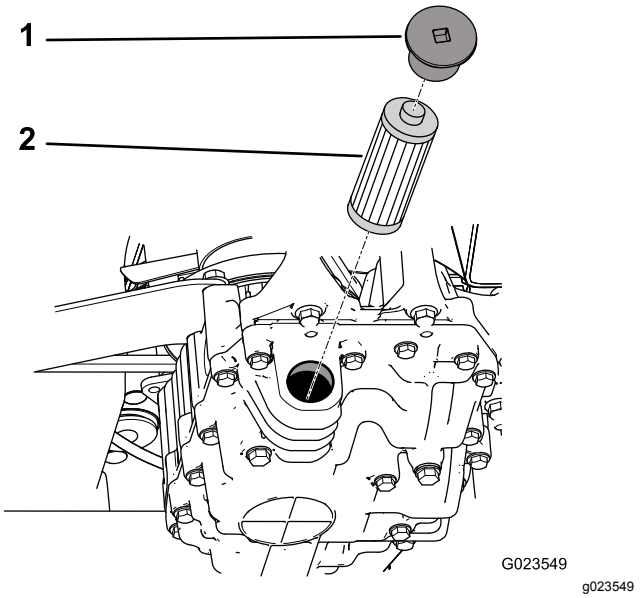

Рисунок 70
4. Снимите крышку фильтра и вытяните фильтр наружу из трансмиссии (Рисунок 70).